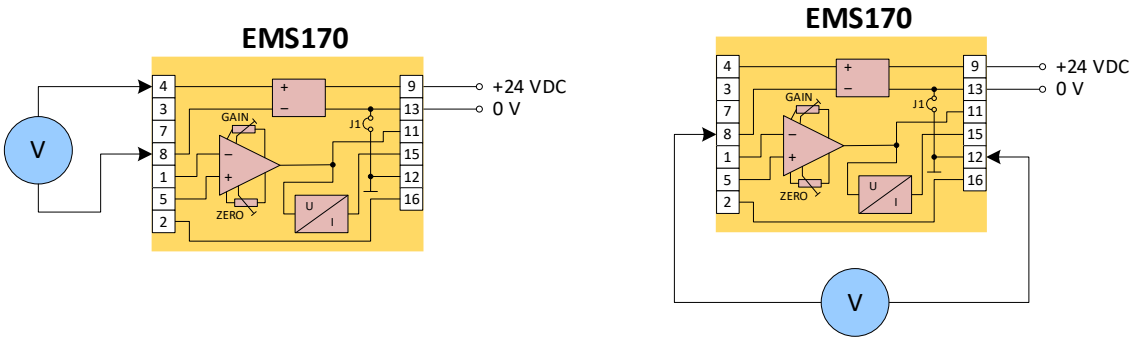

Fig. 9. Measurement of excitation of the sensor
2. *Check sensor power supply 1 (no load).* The excitation of the sensor is measured at terminals 4 and 8, according to the connection in fig. 9. The correct value is 5 V or 10 V (depending on the configuration) with a tolerance of ± 5 mV. If the voltage is not within this range, the signal conditioner is clearly damaged. Caution, terminal 8 is not connected to the ground of the transmitter. The potential of terminal 8 is 2.5 V ± 5 mV relative to terminal 12 (analog ground). It must also be measured.